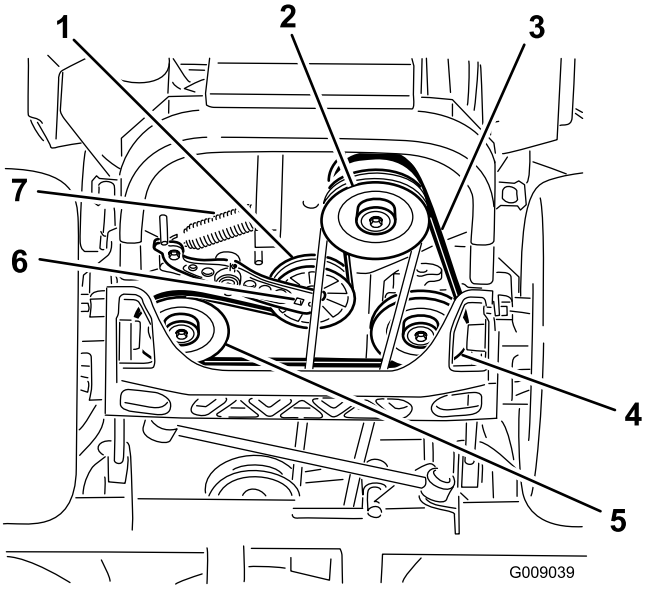

Figur 75
4. Höj upp maskinen och stötta upp den med domkrafter (Figur 75).
5. Använd en spärrhake i det fyrkantiga hålet i mellandrevsarmen för att ta bort mellanremskivfjädern (Figur 75).
6. Kroka av mellanremskivfjädern från ramen (Figur 75).
9. Använd en spärrhake i det fyrkantiga hålet i mellandrevsarmen för att montera mellanremskivfjädern på ramen (Figur 75).